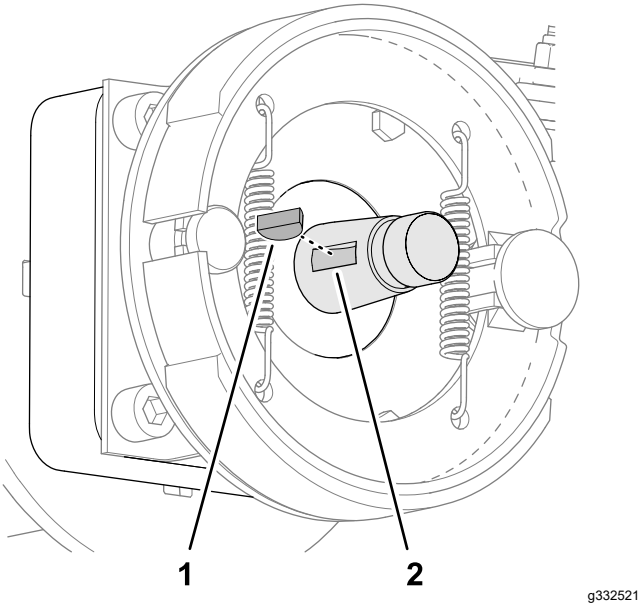

**Figur 85**
2. Sätt in woodruffkilen i skåran på hjulmotoraxeln (Figur 85).